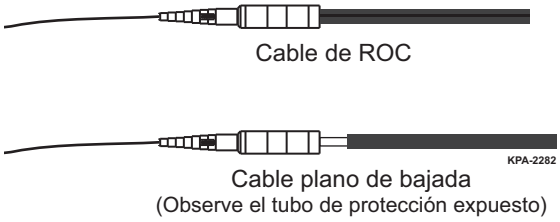

Figura 5 — Instalar unidad de bifurcación
Paso 2: Enrosque la unidad en el tubo protector y gire entre 5 y 7 veces en sentido de las agujas del reloj o entre 3 y 4 veces para el cable de derivación plano(Figura 5).